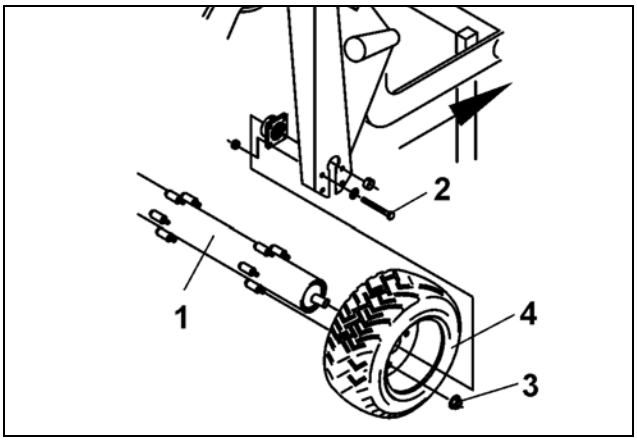

図 122
- 不意に転がらないようにロールを輪止めで固定し、ロール（図 122/1）を回して取り外します。その際、両側の固定ボルト（図 122/2）を取り外します。
- 六角ナット（図 122/3）を取り外し、タイヤ（図 122/4）をローラーから外します。